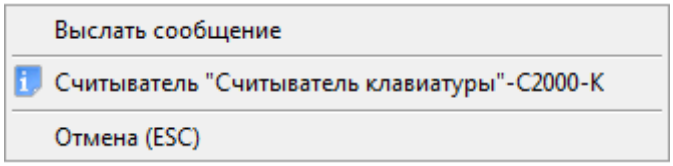

Рисунок 8-168 Контекстное меню для считывателя прибора "С2000-К"
- на пиктограмме считывателя прибора «С2000-К» и в контекстном меню выбрать пункт «Выслать сообщение» (см. Рисунок 8-168).